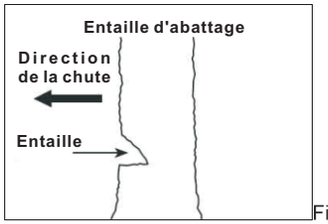

Fig.11
7.3.1 ENTAILLE D'ABATTAGE (FIG.11)